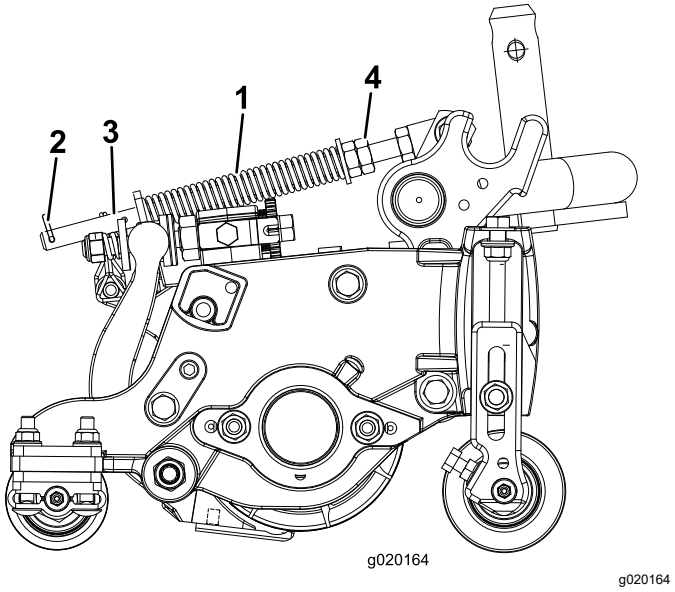

Figuur 11
De gazoncompensatieveer (Figuur 11) zorgt ervoor dat het gewicht van de voorste naar de achterste rol wordt verplaatst. Dit voorkomt dat er een golfpatroon in de grasmat ontstaat, ook wel bekend als 'bobbing'.
1. Monteer de borgpen in de achterste opening in de veerstang (Figuur 11).
2. Draai de zeskantige moeren op het voorste uiteinde van de veerstang vast totdat de lengte van de samengedrukte veer 12,7 cm bedraagt (Figuur 11).